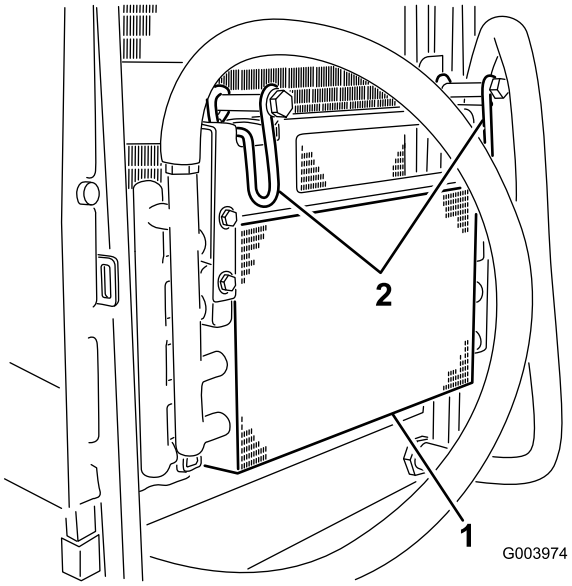

Figuur 64
5. Draai de vergrendelingen naar binnen om de oliekoeler los te maken (Figuur 64).